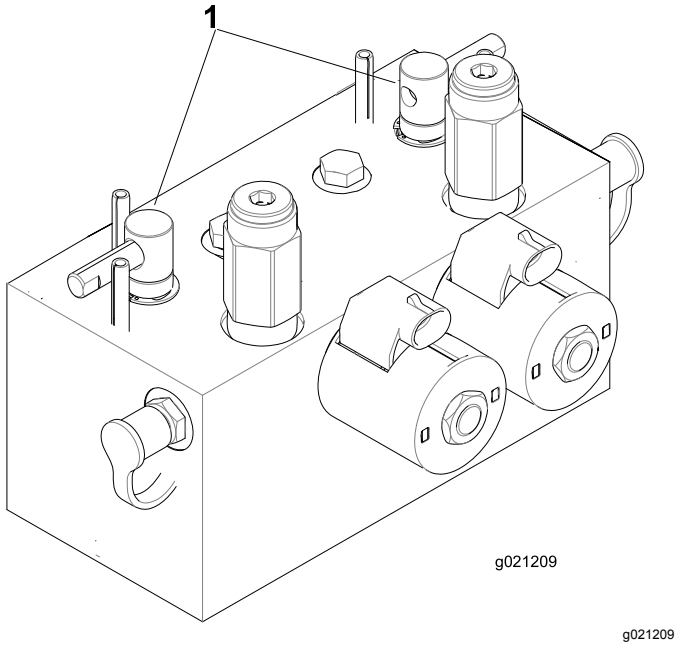

Figuur 95
2. Ontgrendel de stoel en til deze omhoog zodat u bij de wethendels kunt komen (Figuur 95).
5. Kies met de voorste, achterste of beide wethendels de messenkooien die moeten worden gewet (Figuur 95).